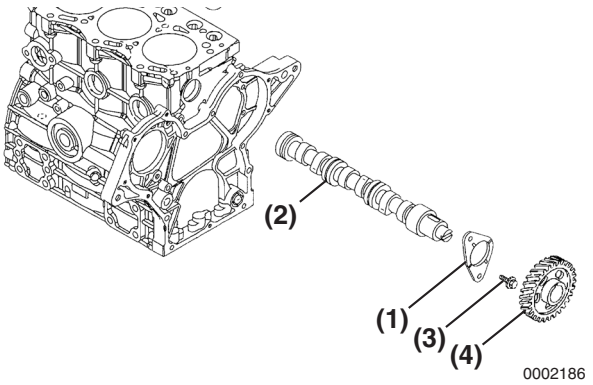

Figure 6-96
1. If removed, reinstall the camshaft end plate **(Figure 6-96, (1))**, key, and camshaft gear **(Figure 6-96, (4))** onto the camshaft using a press.
2. Lubricate the camshaft **(Figure 6-96, (2))** with clean engine oil or assembly lube. Slowly insert the camshaft through the front of the engine.
3. Reinstall and tighten the cap screws **(Figure 6-96, (3))**.